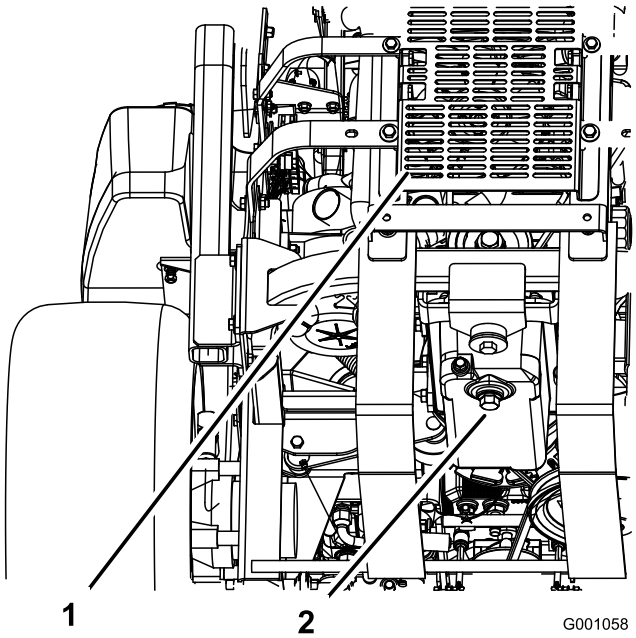

Figur 36
5. Ställ ett kärl under avtappningsröret. Ta bort avtappningspluggen och låt oljan tömmas ut helt (Figur 36).